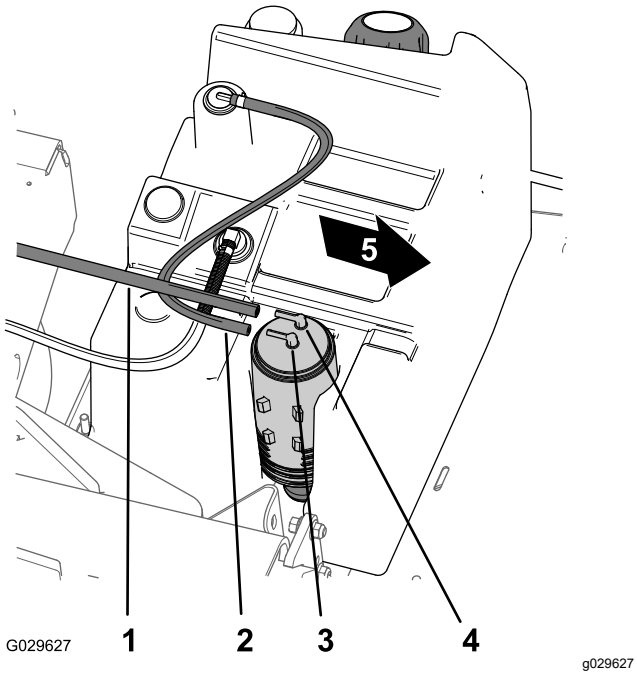

Figura 47
1. Retire la manguera de aspiración del acoplamiento del cartucho de carbón marcado "Purge" (purga) (Figura 47).
2. Retire la manguera del depósito de combustible del acoplamiento del cartucho de carbón marcado "Fuel Tank" (depósito de combustible) (Figura 47).
8. Conecte la manguera de aspiración al acoplamiento del cartucho de carbón marcado "Purge", y la manguera del depósito de combustible al acoplamiento marcado "Fuel Tank" (Figura 47).